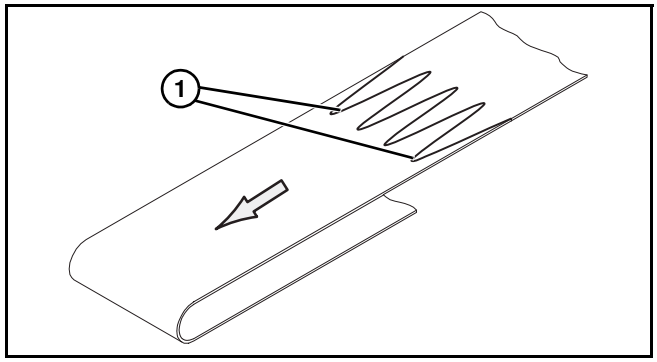

Abbildung 50
1. Band des Förderbands so ausrichten, dass die Finger, welche die äußere führen **(Abbildung 50, Teil 1)**, in Transportrichtung des Bands (von Richtungsetikett angegeben) **(Abbildung 49, Teil 1)** zeigen.